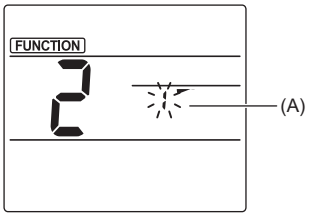

Afb. 3-2
(2) Het waaiernummer selecteren (Afb. 3-2)